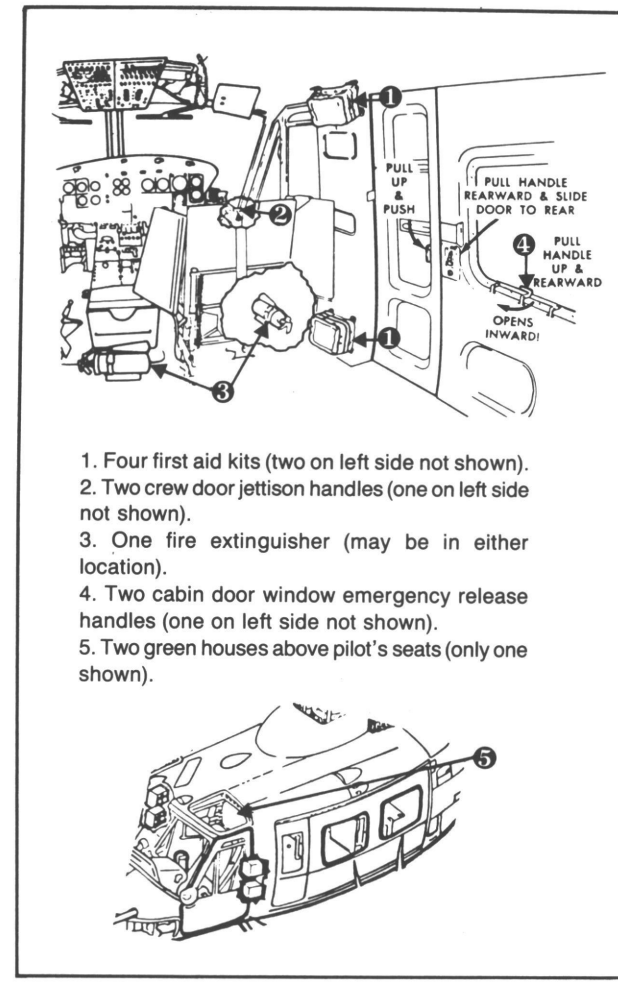

FIGURE 2: Emergency exits and equipment on the UH-1H helicopter.
(1) Position of aircraft in reference to attitude.
(2) Position of aircraft on the terrain.
(3) Condition of the aircraft.
(4) Main fuel and battery off.
c. Exiting the aircraft (figure 2):
(1) If cargo doors are closed, pull handle on window and pull window inward.